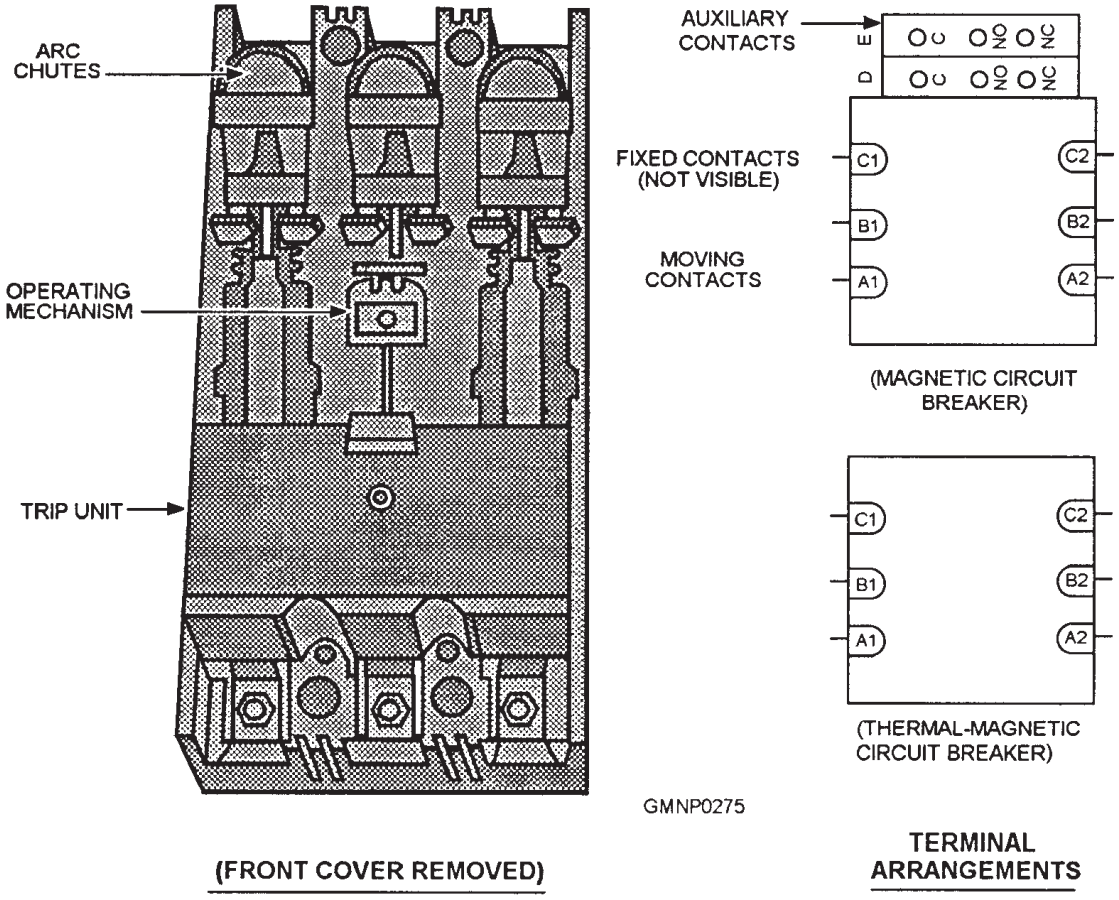

**Figure 5-13.—Circuit breaker and terminal arrangements.**
Circuit breakers (fig. 5-13) have two purposes: (1) to perform switching functions and (2) to provide overload protection. Each circuit breaker consists of a housing, a sealed trip unit, three movable contacts, three fixed contacts, and three arc chutes. Gun mount control systems use two types of circuit breakers—the magnetic trip and the thermal-magnetic trip.